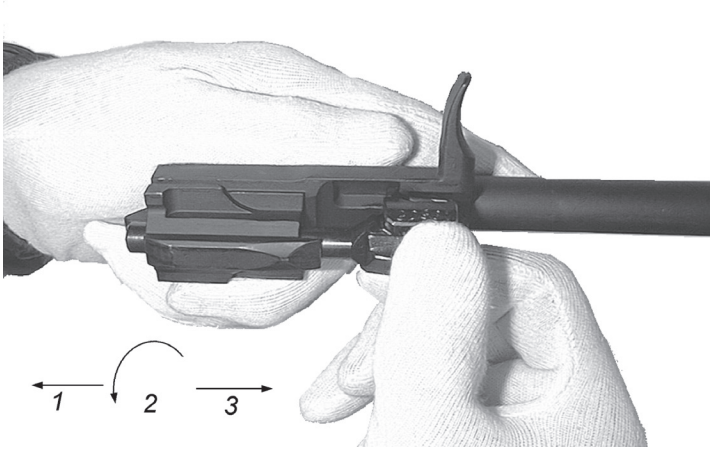

Rys. 73. Odłączanie zamka od suwadła
- ująć suwadło lewą ręką zamkiem do góry *(rys.73)*;